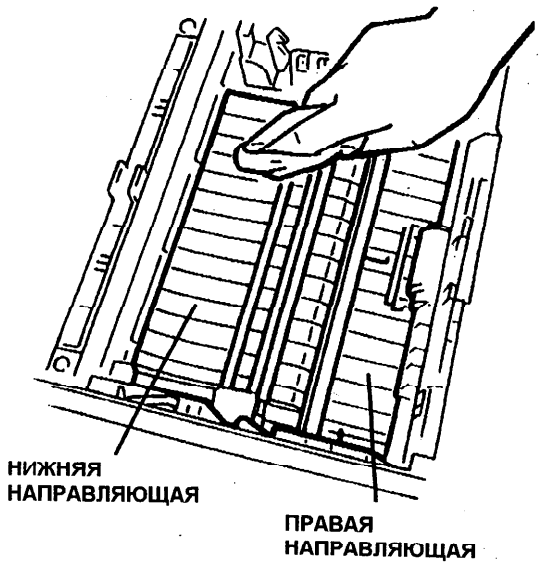

Рис. 6. Направляющие бумаги принтера
b. Осмотрите или очистите правую и нижнюю направляющие бумаги с помощью мягкой ткани и моющего раствора общего назначения (Рис. 6).